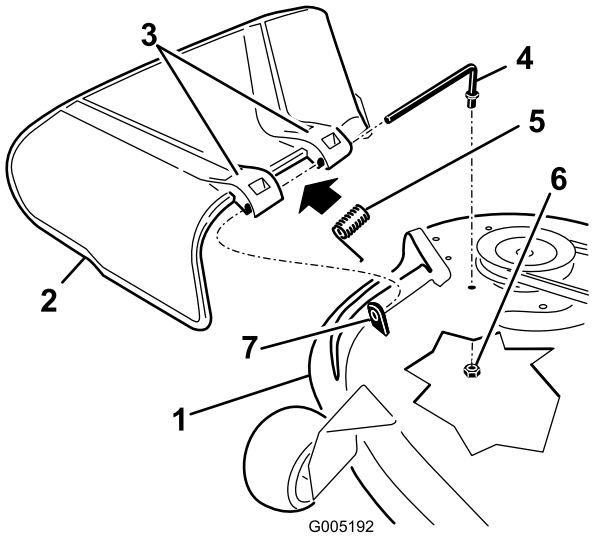

Figur 72
1. Avlägsna muttern (3/8 tum) från stången under klipparen (Figur 72).
2. Skjut ut stången från det korta avståndsstycket, fjädern och gräsriktaren (Figur 72).
4. Byt ut gräsriktaren (Figur 72).
7. Skjut stången genom det andra gräsriktarfästet (Figur 72).
9. Fäst stångens bakre ände i klippaggregatet med en mutter (3/8 tum) enligt Figur 72.